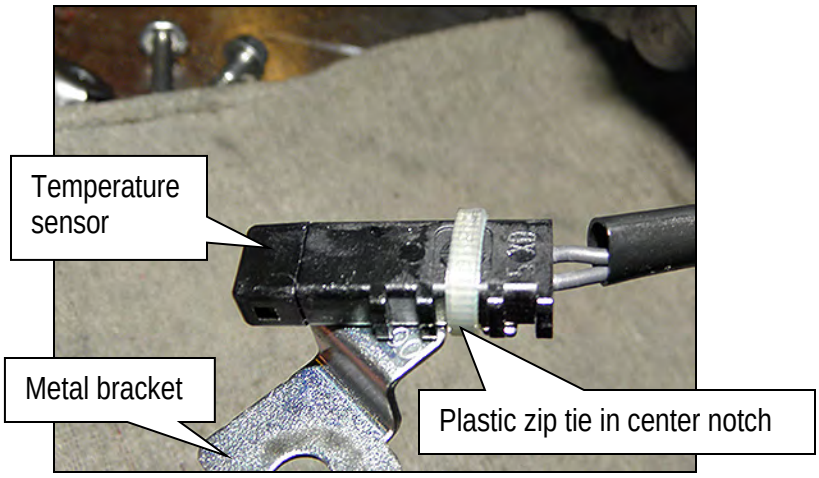

Figure 30
a. Cut the plastic zip tie with an appropriate tool to remove the temperature sensor bracket from the terminal harness assembly (Figure 30).